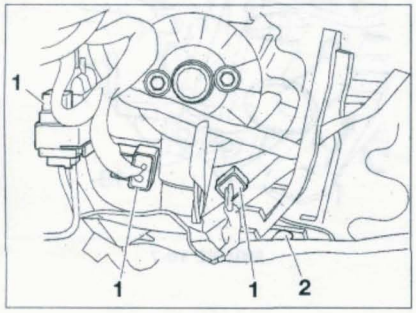

FIGURE 10-9
• Après avoir déposé le conduit d'air côté conducteur, déposer les connecteurs (1) et l'agrafe (2) **(figure 10-9)**.